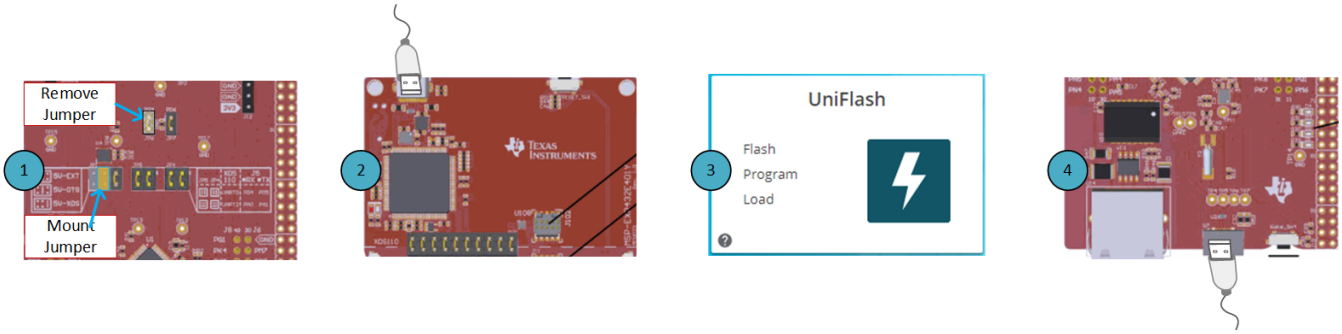

Figure 4. Analog EVM Controller Setup
- Remove jumper JP6 on Analog EVM Controller as shown in step 1 of Figure 4
- Mount jumper on *5V-OTG*. The jumper on *5V-XDS* should be retained as shown in step 1 of Figure 4
- Connect the USB cable to the port on the XDS110 side of the board as shown in step 2 of Figure 4
- Once the firmware is loaded, remove the USB cable from the XDS110 port and connect to the port U7 as shown in step 4 of Figure 4. U7 is available near the RJ-45 connector on the board